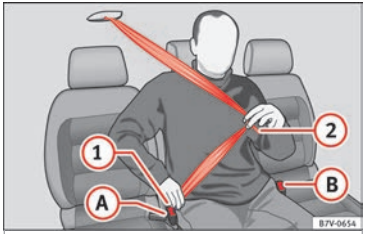

Fig. 11 Fasten the seat belt on the centre seat in the second row of seats
- Use latch plate of the belt ››› **Fig. 11** (1) to pull the seat belt down. Do **not** twist the seat belt when doing so ››› ⚠.
- Engage the latch plate (1) in the buckle of the corresponding seat (A).
- Use the latch plate ››› **Fig. 11** (2) to pull the seat belt across your lap.
- Engage the latch plate (2) in the buckle of the corresponding seat (B).
- Press the red button on the buckle ››› **Fig. 11** (A). The latch plate is released from the buckle.
- Press the red button on the buckle ››› **Fig. 11** (B). The latch plate is released from the buckle.